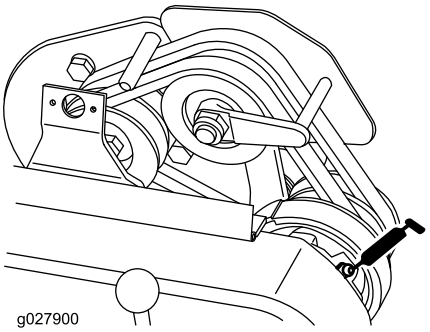

Figur 21
- 1 på differensialen (Figur 21)